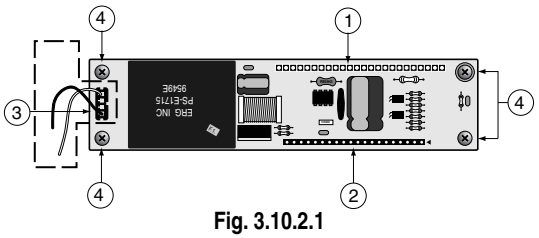

Fig. 3.10.2.1
AVVERTENZA: L'area tratteggiata in Fig. 3.10.2.1 indica una zona ad alta tensione (circa 360 Vac); evitare nel modo più assoluto di toccare con le dita o altri utensili conduttivi tale zona.
***WARNING:** The dotted area in Fig. 3.10.2.1 indicates the high voltage area (around 360 Vac); do not in any circumstances touch this area with your fingers or with conducting tools.*